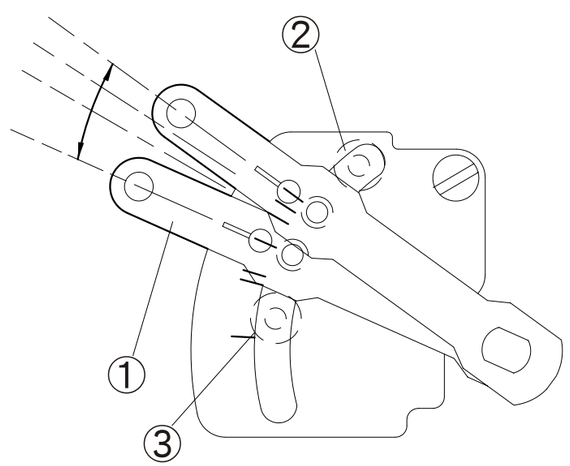

Fig. 20
b. Después de ajustar el rango de movimiento de la barra balanceadora 1, ajuste el perno bloqueador 2 y 3. (Fig. 20)